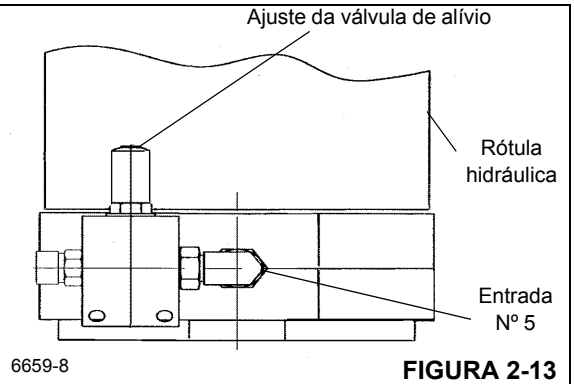

FIGURA 2-13
2. Opere o motor na rotação máxima e vire totalmente para a direita e segure. Verifique a pressão e ajuste a válvula de alívio Figura 2-13 para 2500 psi ± 50 (17,2 MPa ± 0,4).